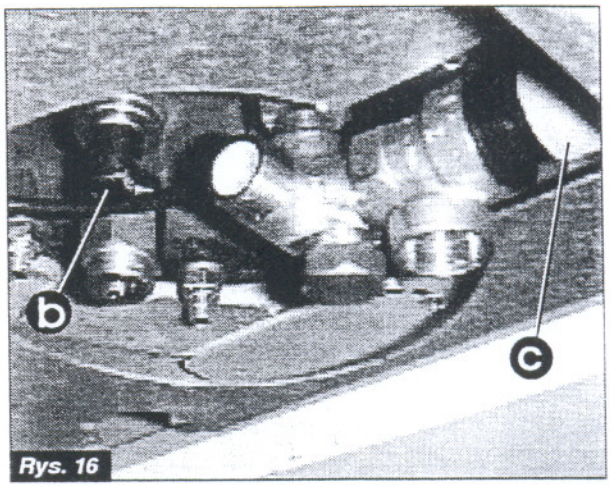

Rys. 16
- Podłącz wąż spustowy do kurka spustowego (**b rys. 16**)
Konieczne jest okresowe (przynajmniej raz w miesiącu) sprawdzanie prawidłowego funkcjonowania zespołu bezpieczeństwa (**c**). Po otwarciu na kilka sekund kurka (**c rys. 16**) powinno się zaobserować spwodowane ciśnieniem wypływanie wody.